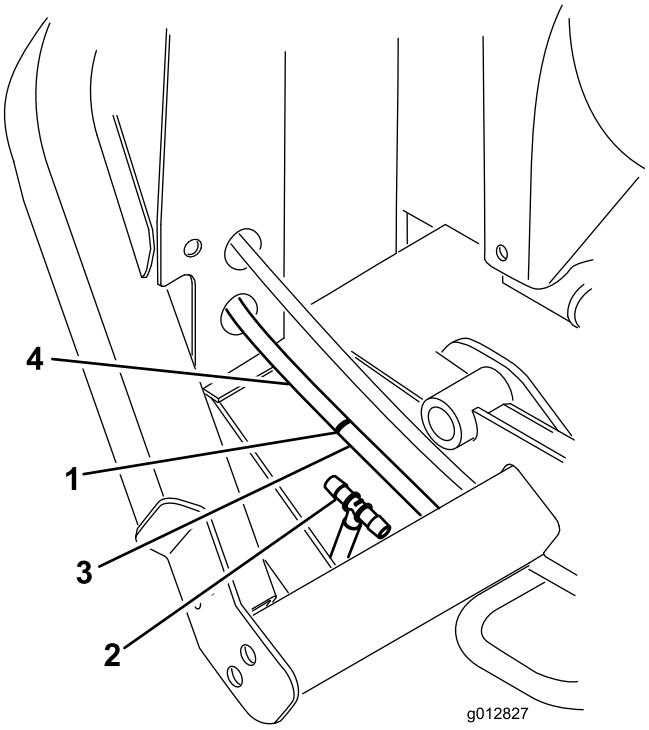

Rysunek 17
B. Odmierz ok. 12,7 cm od ramy chłodnicy głównej i odetnij przewód powrotny chłodnicy oleju (Rysunek 17).